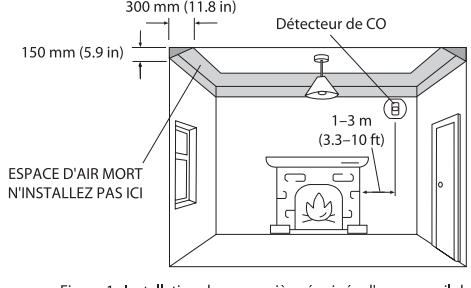

Figure 1 : Installation dans une pièce équipée d'un appareil de chauffage
1. Installation d'un détecteur de CO dans une pièce où se trouve un appareil à combustion (voir figure 1) :